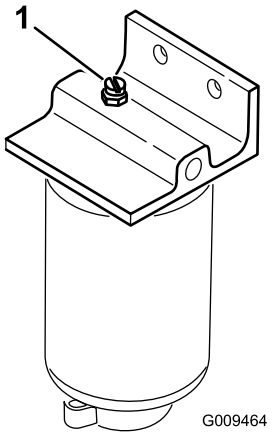

Figur 41
3. Åbn udluftningsproppen på brændstof/vandudskilleren (Figur 41)